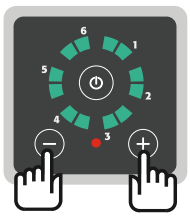

Fig. 9: Bedientaste + und –
7. Bedientasten „+“ und „–“ gleichzeitig für 5 Sekunden drücken (Fig. 9).